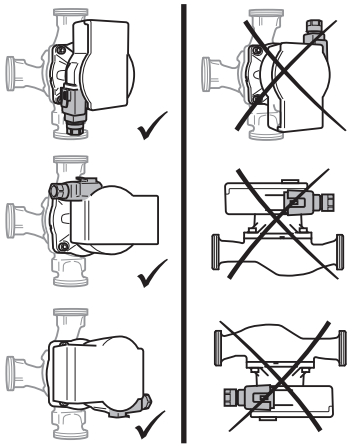

Fig. 2: Installation positions
- Select the installation point according to the permitted installation position (Fig. 2).
→ Observe the pump's allowable installation position (Fig. 2), rotate the motor head (2 + 6) if necessary.
→ Observe the permitted installation position (Fig. 2) and the direction of flow arrow on the pump housing (1).